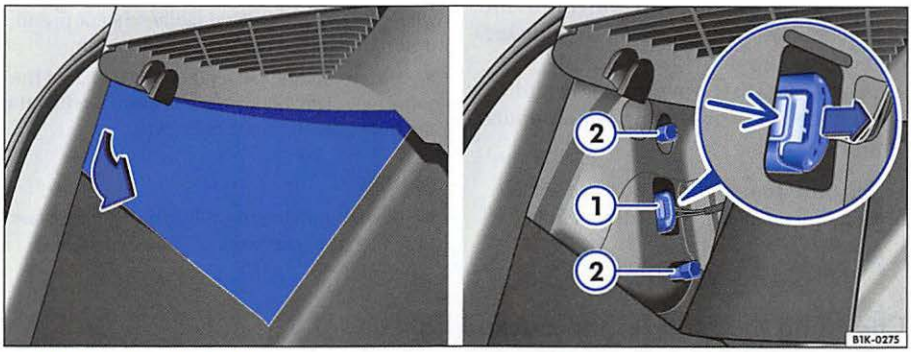

Fig. 40 Removing the tail light
– Use the flat blade on the screwdriver and pry the cover off in direction of the arrow carefully ⇒ fig. 40 -left illustration-.
– Use the flat blade on the screwdriver and pry the cover off in direction of the arrow carefully ①.
– Using the open ended wrench (13 mm A/F), unscrew and remove the nuts ②.
– Hold the tail light firmly with one hand to prevent it from falling from the side section when fastening. Place the nuts ⇒ page 97, fig. 40 ② on the screws and tighten the nuts firmly using a open-ended wrench.
– Plug the connector ① into the socket until it engages with an audible click.